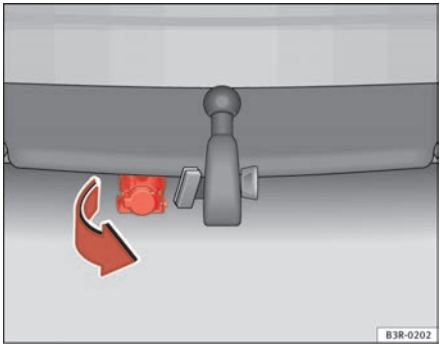

Fig. 155 Rear bumper: Pulling down the connecting socket
– To plug in the electrical connection for the trailer, pull down the socket below the bumper ⇒ page 192, fig. 155.